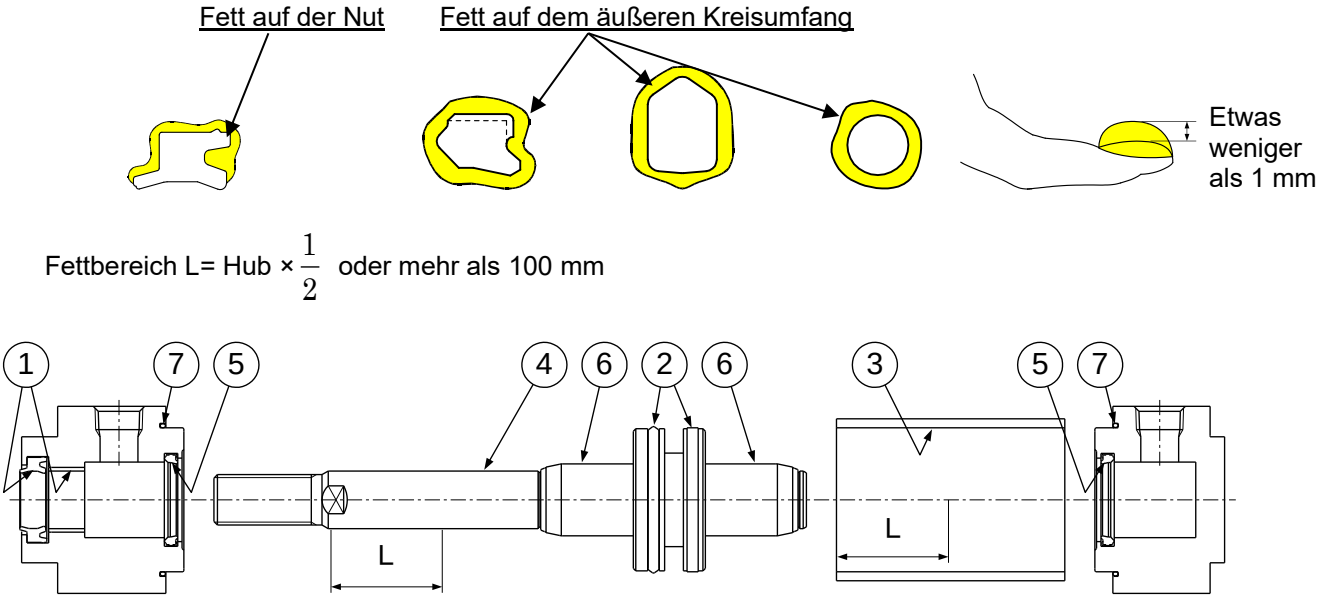

Abb. 18 Position für das Auftragen von Schmierfett
Das Schmierfett wird an den in Abb. 18 gezeigten Stellen aufgetragen. Die Fettmenge pro Zylinder mit 100 mm Hub ist in der nachstehenden Tabelle angegeben. Grob geschätzt entspricht ein Zeigefinger etwa 3 g.
1) Kolbenstangendichtung, Dämpfungsdichtung (①und ⑤ in Abb. 18)
2) Kolbendichtung (② in Abb. 18)
3) Zylinderrohrdichtung (⑦ in Abb. 18)